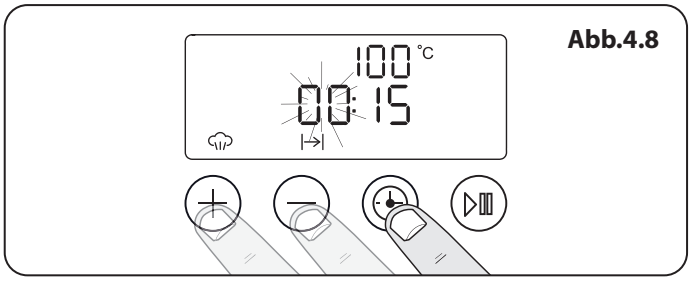

Abb.4.8
3. Zur Einstellung der Garzeit berühren Sie kurz die Timer-Taste und verwenden Sie die Tasten [+] oder [-] für die Stundeneinstellung (**Abb.4.8**). Berühren Sie die Timer-Taste erneut, um die Minuten einzustellen.